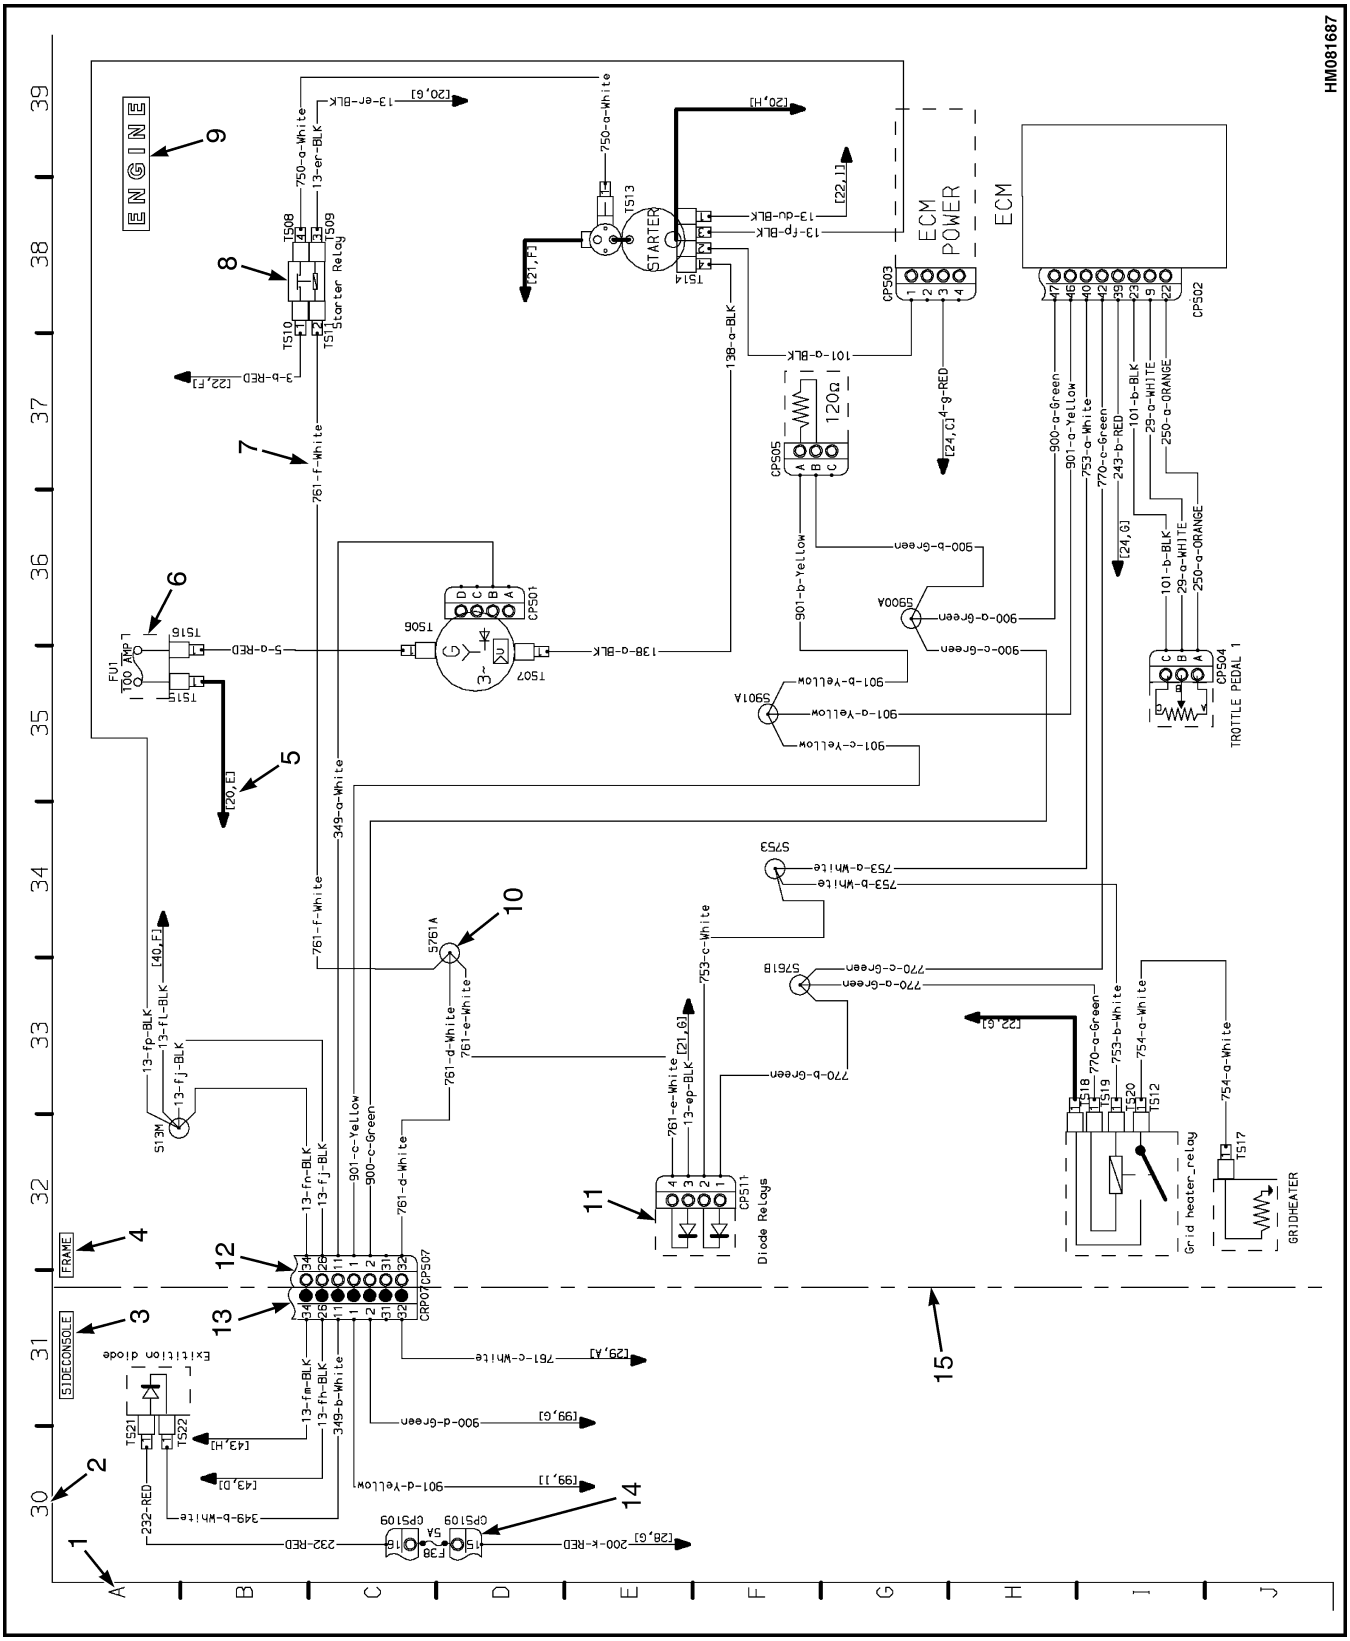

*Figure 1. Schematic Example*
***Legend for Figure 1***
The schematic is divided into rows with a letter from A to J and into columns numbered 0 to 9 for each sheet. See Figure 1.
Electrical components are indicated by a symbol and a description that are placed close to each other on the schematic. An example is the starter relay on [38,C]. See Figure 1.